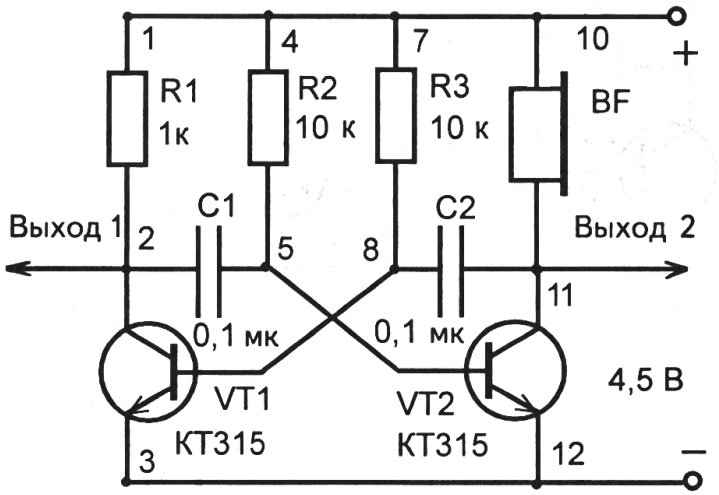

Рис. 18-5-4
1. Соберите симметричный мультивибратор, генерирующий частоту в пределах 100-1000 Гц (рис. 18-5-4).